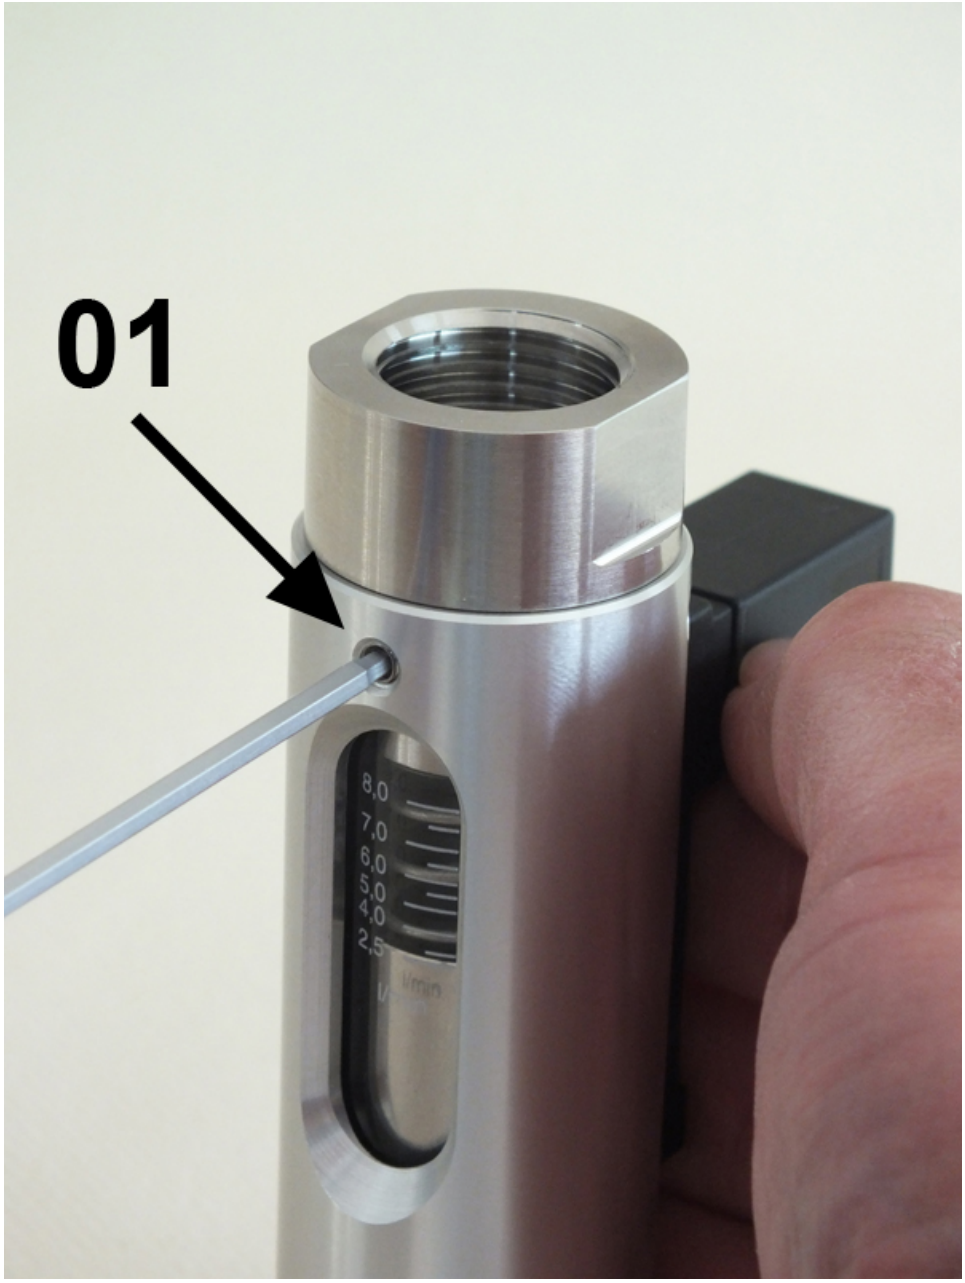

Abb. 51: Innensechskantschrauben anziehen
14. Verschraubung (Ausgang) mit 3 Innensechskantschrauben (*Abb. 51*/01) anziehen, dabei Schrauben-Anziehdrehmoment beachten (➡ *Kapitel 11.1 „Anziehdrehmomente“ auf Seite 85*)